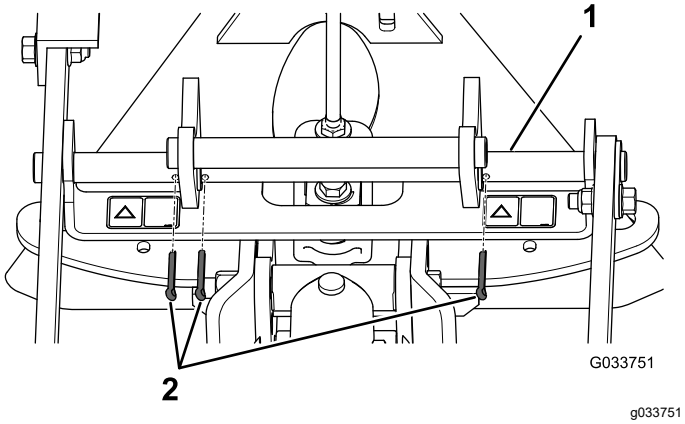

Figura 6
4. Montate una coppiglia in ciascuno dei 3 fori nella barra articolata (Figura 6).
Nota: Accertatevi che i fori nella barra articolata siano posizionati come illustrato nella Figura 6.